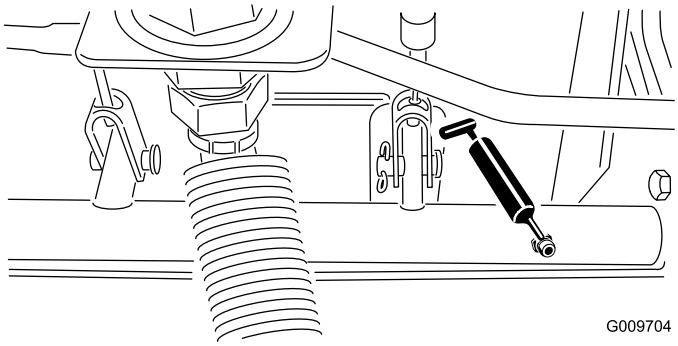

Figur 79
- Bromsaxelns lager (5) (Figur 79)